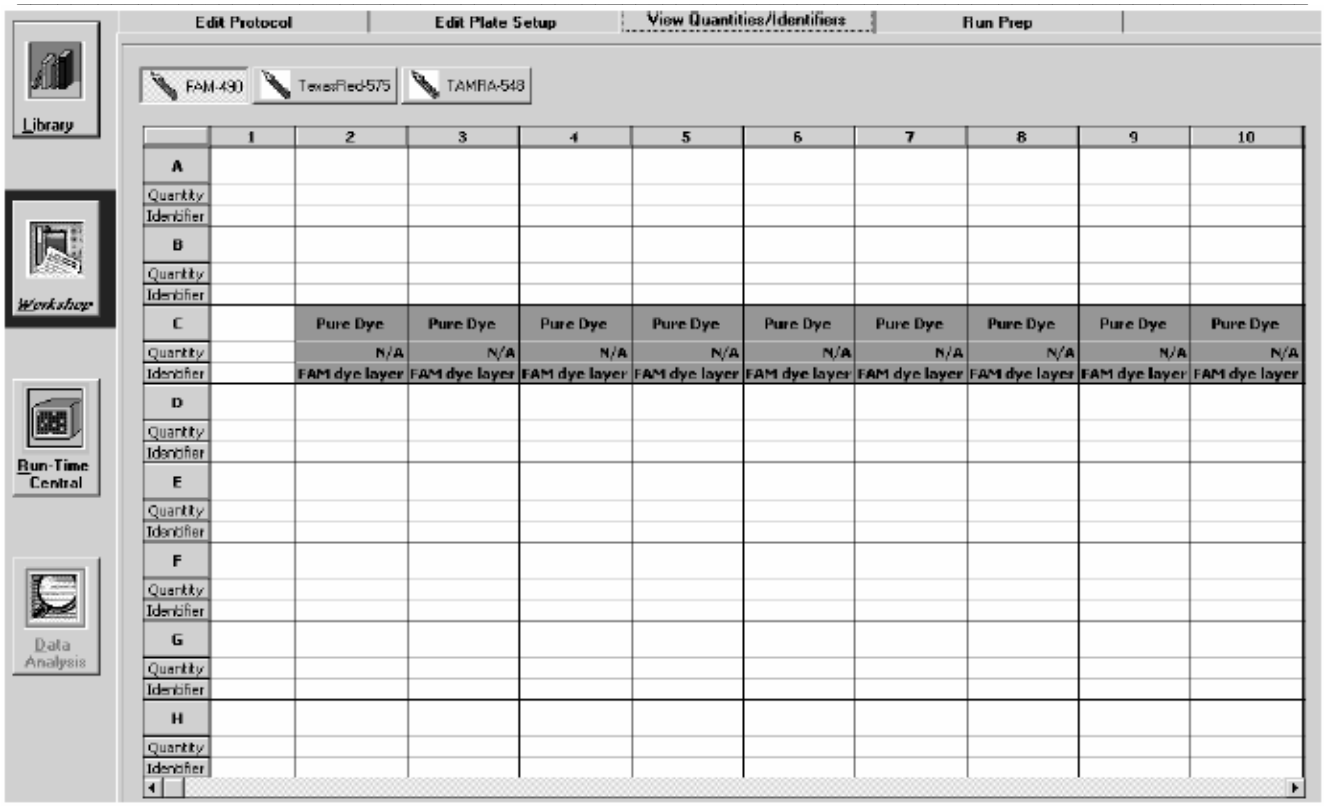

Рис.4-4. Окно просмотра количества стандартов и идентификаторов.
- Просмотр количеств и идентификаторов проб (**VIEW QUANTITIES AND IDENTIFIERS**). Показывает информацию, введенную пользователем при создании файла описания планшета (см. рис.4-4).